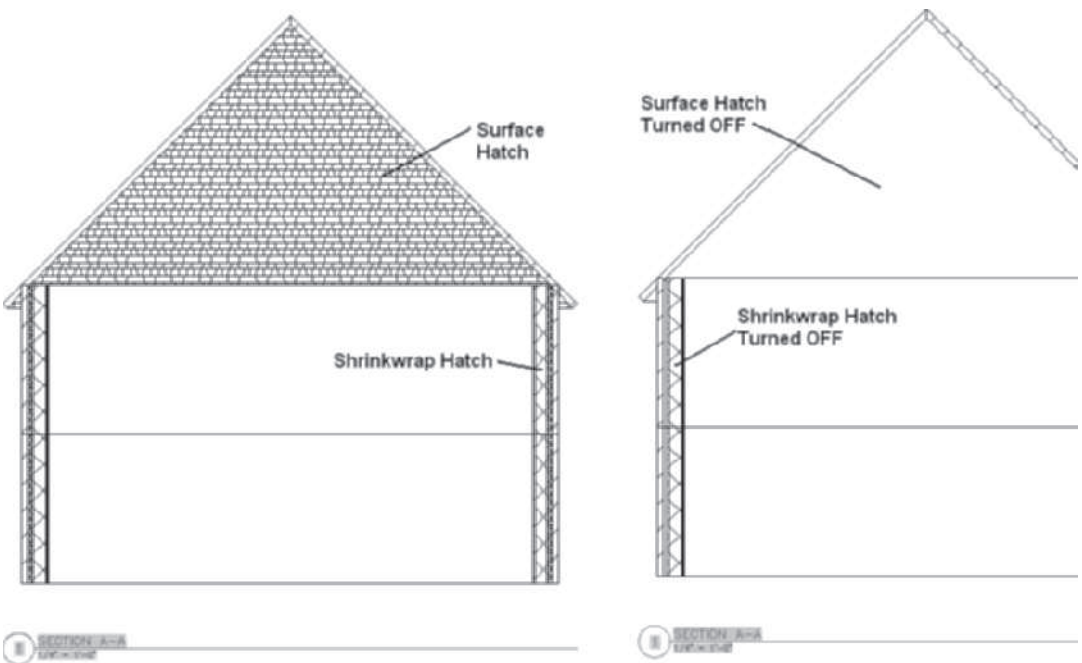
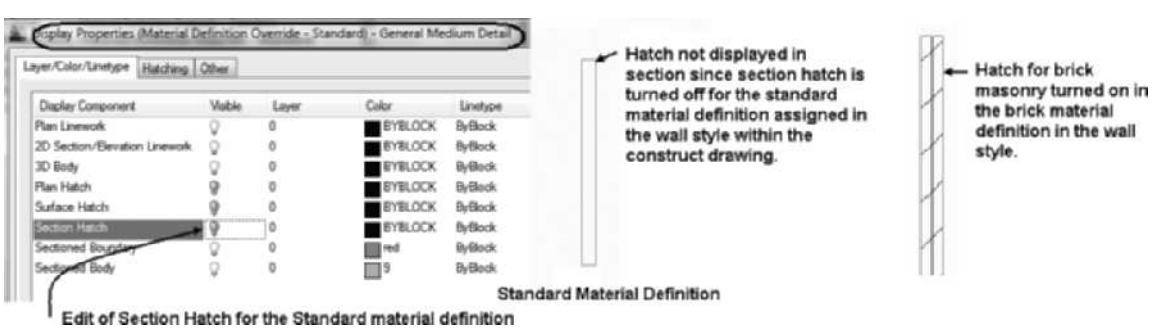

FIGURE 12.28 *Section View drawing*
FIGURE 12.29 *Turning off section hatch in the material definition*
10. Select the **Views** tab, expand the **Transverse** drawing, select the Section A-A view, right-click, and choose **Place on Sheet**. Drag the view to the sheet and left-click to position the view on the sheet. The view number is placed in the title bubble of the elevation view on the Sheet and View drawings. The Section View drawing is shown at the left in Figure 12.28.
The display components of a 2D Section/Elevation object allow you to display material hatch of a wall by turning on Section Hatch Linework. The material definition of the objects will govern the hatch pattern. The Shrinkwrap and Surface Hatch are turned off in the elevation style of the section shown at the right in Figure 12.28. The display of each object cut in the section can be controlled if you edit the display properties of each material definition used in the object style. In the section shown at the right in Figure 12.28, the section hatch is turned on in the elevation style. The section hatch can be turned off in the wall style of the Construct drawing, which will display a section of the wall without material hatch representation. In Figure 12.29 the section hatch has been turned off for the standard wall on the left, whereas the section hatch for the brick masonry wall is turned on at the right.